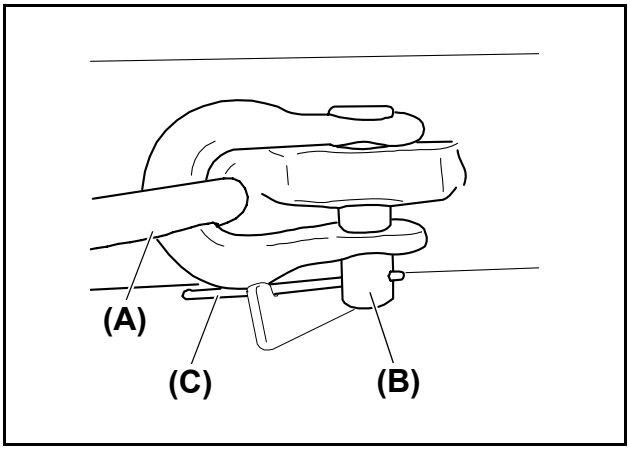

Fig. 7
6. Remove cotter pin **(Fig. 7, (C))** from the 12 × 35 mm (L: 1.4 in.) pin **(Fig. 7, (B))** which connects the check chain assembly **(Fig. 7, (A))** to the lower link assembly.
7. Remove the pin **(Fig. 7, (B))**.